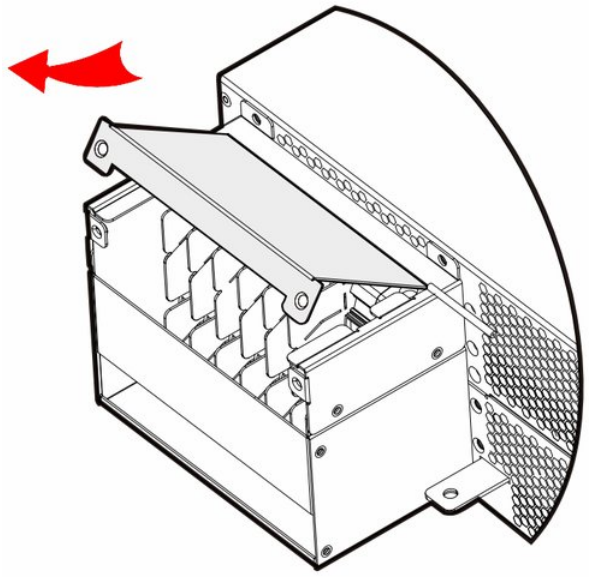

FIGURE 3-25 Removing the wiring cover
2. Remove the wiring cover, as shown in Figure 3-25.